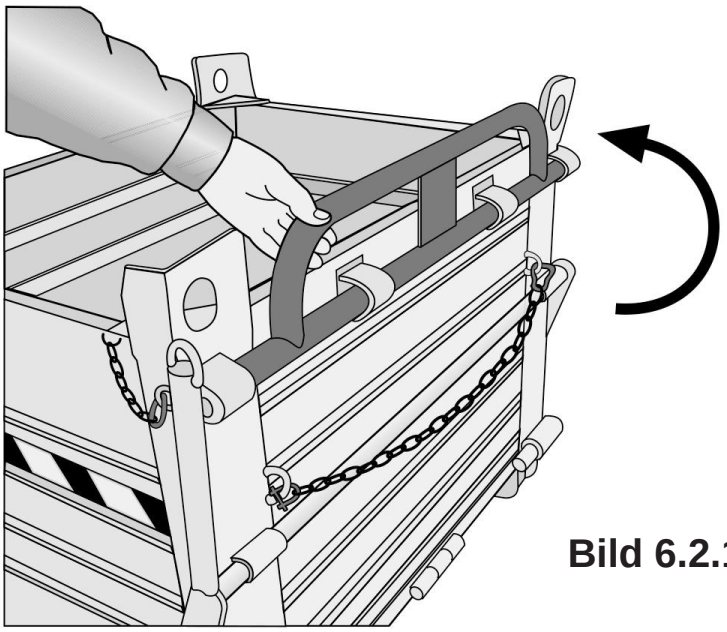

Bild 6.2.1 Heben Sie die Gabelgriffe an
• 6.2.1 Heben Sie die Gabelgriffe an **(Bild 6.2.1)**.